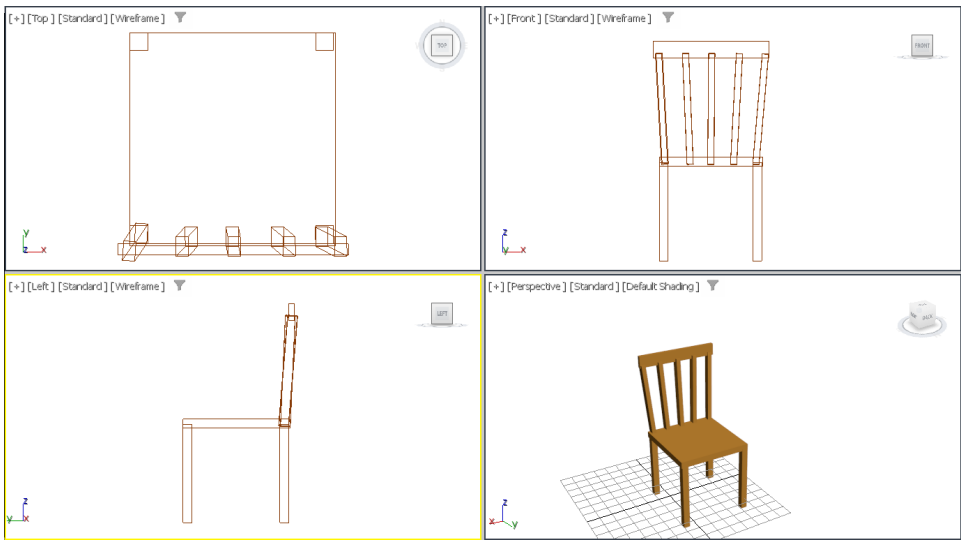

Figure 2-62 *Alignment of back2 and its copies*
13. Rename it as *back2*. Next, create 4 copies of *back2* and align them with *base* using the **Select and Move** and **Select and Rotate** tools, refer to Figure 2-62. Also, align *back1* with all these parts, as shown in Figure 2-62.